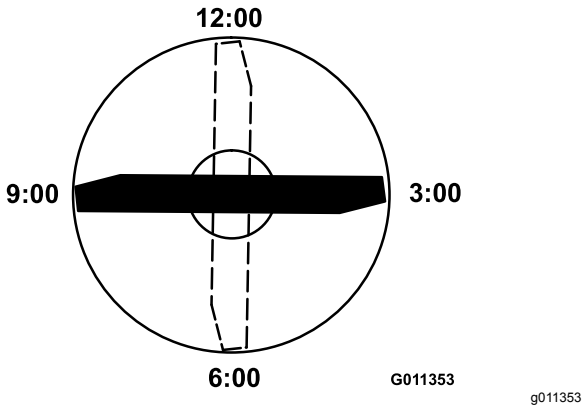

Figura 68
3. Orientate il tagliente dell'estremità marcata della lama sulla posizione a ore 12 (esattamente in avanti, nel senso di falciatura) e misurate l'altezza tra il banco e il tagliente della lama (Figura 68).
4. Ruotate l'estremità marcata della lama sulle ore 3 e sulle ore 9 e misurate le rispettive altezze (Figura 68).